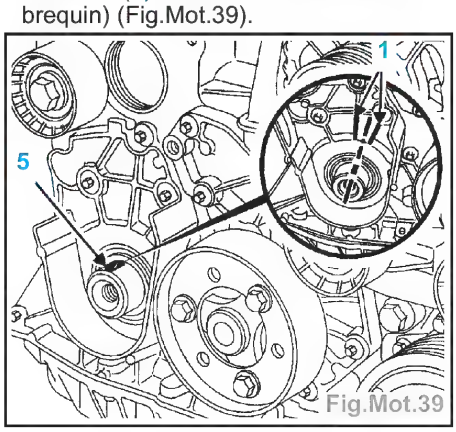

Fig.Mot.39
- Vérifier que le vilebrequin soit bien pigé au Point Mort Haut et non dans le trou d'équilibrage (la rainure (5) du vilebrequin doit se situer au milieu des deux nervures (1) du carter de fermeture vilebrequin) (Fig.Mot.39).